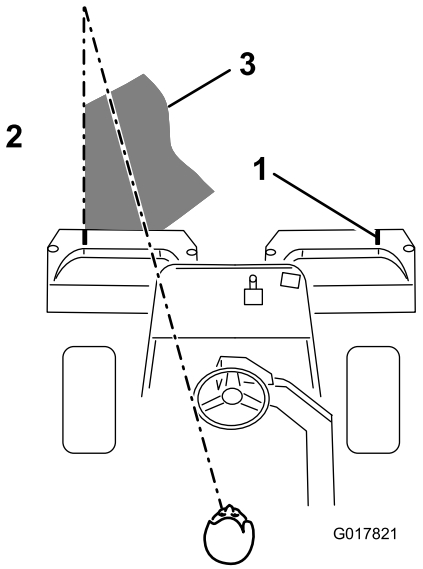

Figur 40
3. Overlapp den forrige retursnarveien minimalt. For at du skal klippe i en rett linje over greenen og holde maskinen på lik avstand fra kanten på den forrige lengden du klippet, må du lage deg en siktelinje på ca. 1,8–3 m fremfor maskinen til kanten på den delen av greenen du ikke har klippet enda (Figur 40). Noen synes at det hjelper å inkludere den ytre kanten på styrehjulet som en del av siktelinjen, dvs. holde kanten på styrehjulet i en rett linje i forhold til et punkt som alltid har samme avstand til fronten på maskinen (Figur 40).